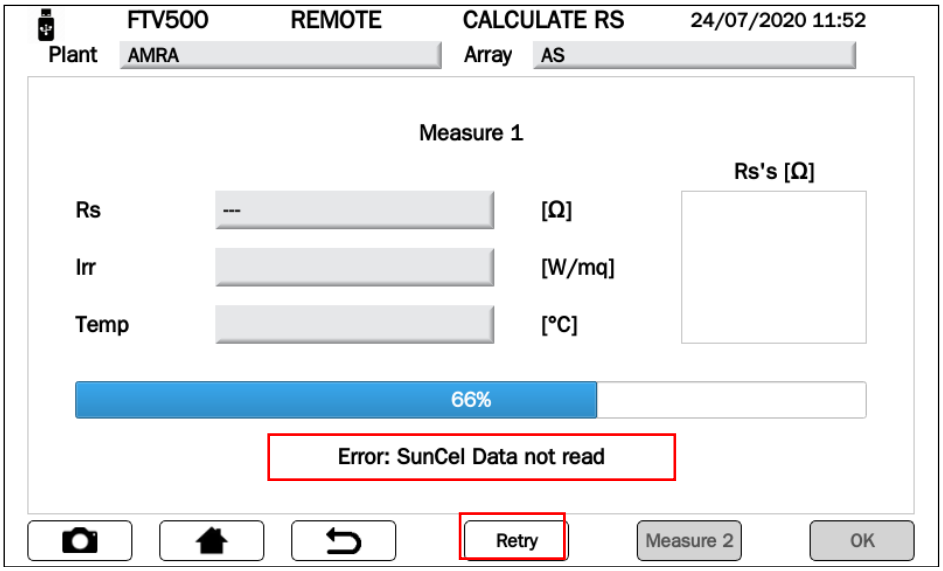

Figure 14.7.3-16 Error RS measurement
- If an error is displayed, press **Retry** to repeat the measurement (see Figures 14.7.3-16)